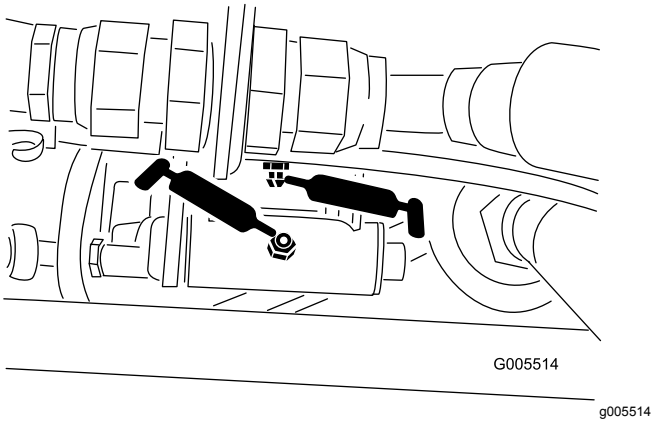
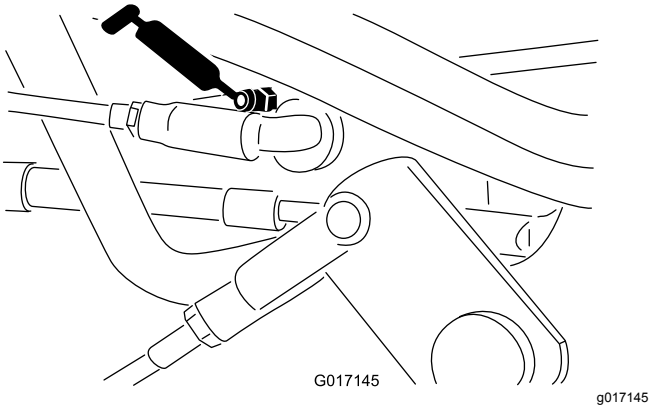

Figur 37
Figur 38
- Växelväljarlänkaget (Figur 37 och Figur 38)